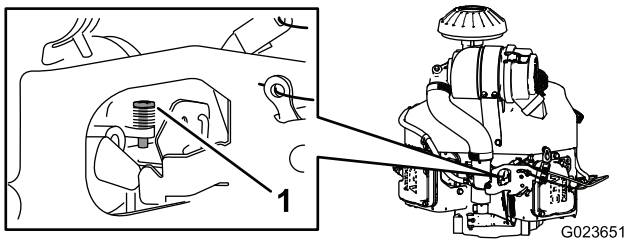

**Figur 68**
4. Justera förgasarens stoppskruv (Figur 68) så att tomgången är 1 350−1 550 varv/min.